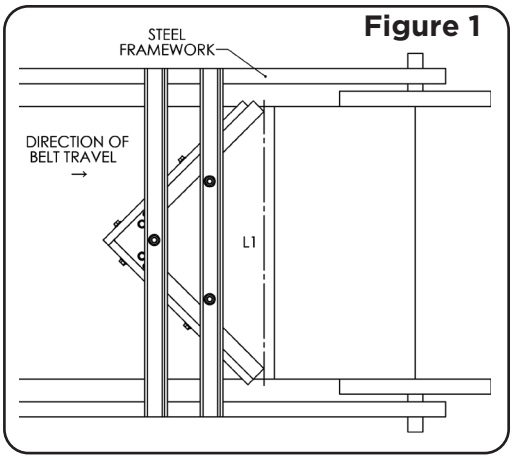
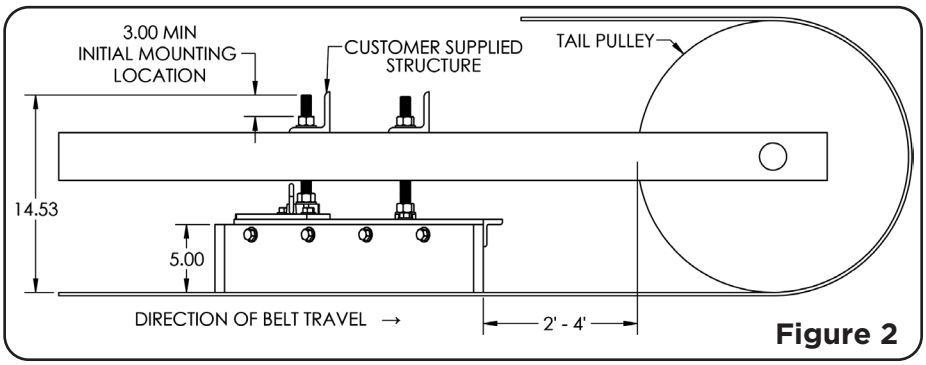

Figure 1
Figure 2
Begin layout by cleaning any debris from the conveyor belt surface where you will be mounting the V-plow. Using a 90-degree layout tool, draw a line across the entire width of the belt perpendicular to the belt length (see L1 in figure 1). You may need to draw a partial line and then finish it with a straight edge. This line should be no further than 4 feet and no closer than 2 feet from the tail pulley in order to properly protect the pulley from tramp materials (see figure 2). If for some reason you can not mount the V-plow within this area, you must then mount it to the closest available flat return idler, with the distance being no more than 1 foot from the idler.
Place the complete system on top of the belt surface. Be sure the blade is even with the belt edge or extends beyond the belt edge on both sides. Set the tails of the V-Plows "V"-shaped blade even with the L1 line you drew onto the belt in step 2 (see figure 1). Structure will need to be added to support the (3) threaded rods. Notice on Figure 2 the initial mounting location of the hex nut and washer. Fasten the threaded rod assemblies to the structure using the ¾″ hex nuts and washers. There should be a washer and hex nut on both sides of the structure.